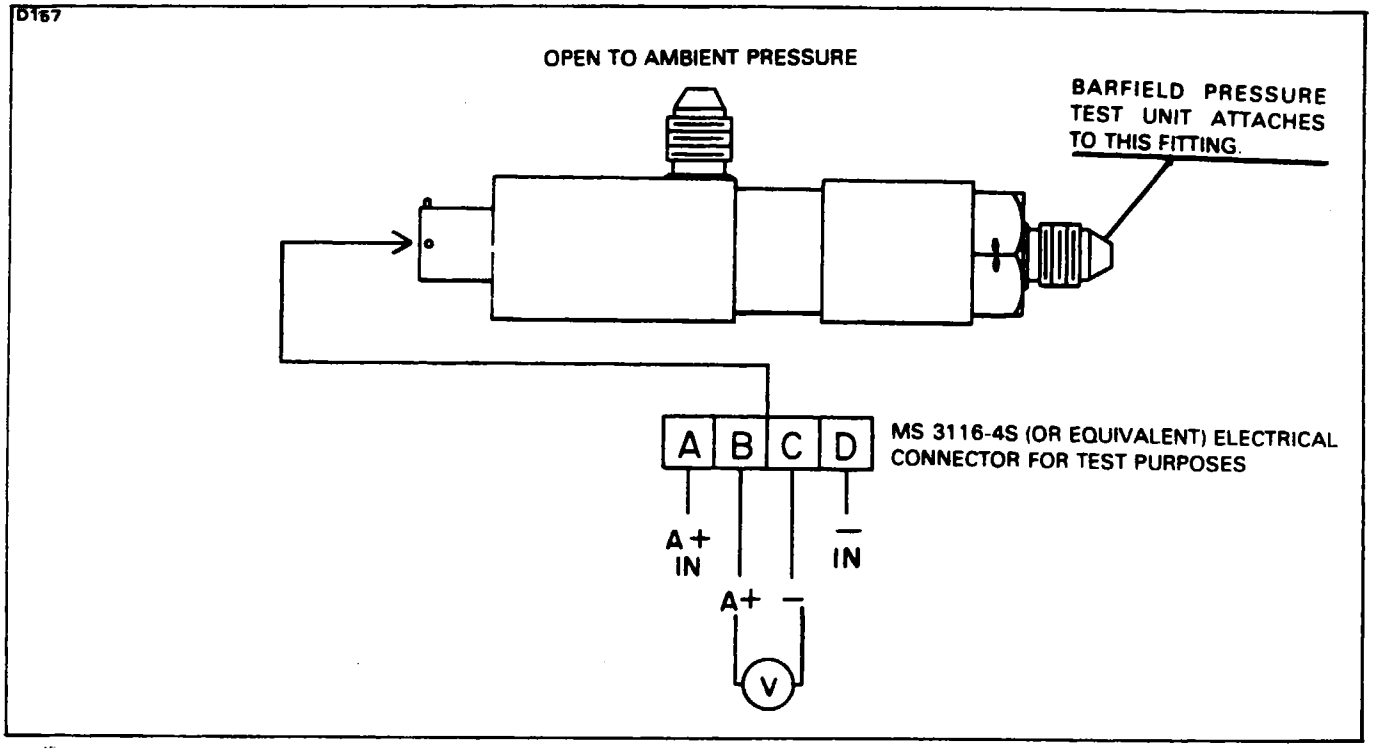

Figure 8-16. Cheyenne IA Torquemeter Transducer Test Set-Up
3. Using an MS 3116-8-45 (or equivalent) electrical connector, fabricate a test harness per the schematic in Figure 8-16. Connect the test harness to the transducer. Take the voltage readings from the wires coming from B and C of the connector.